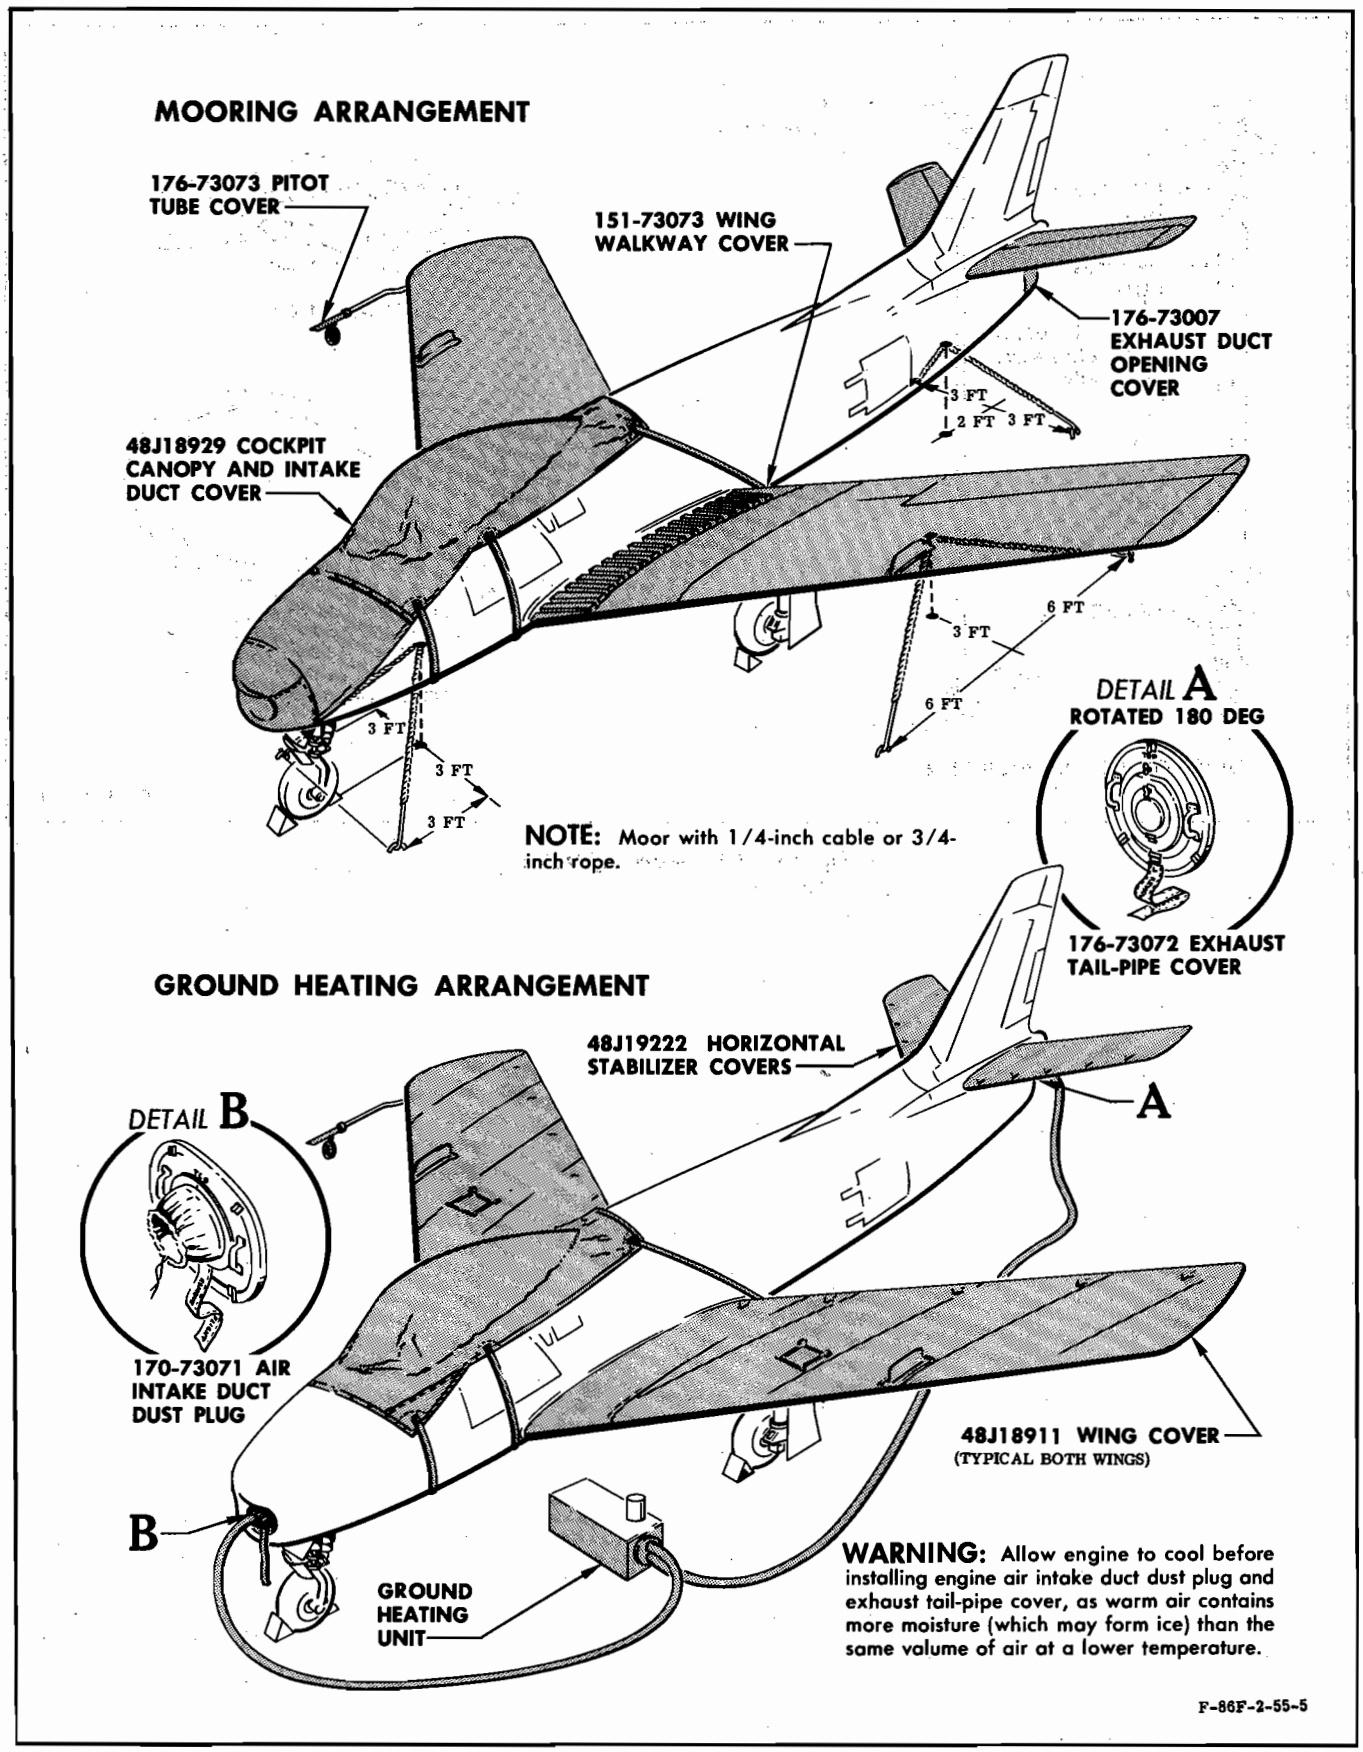

Figure 1-10. Protective Covers, Ground Heating Attachments, and Mooring Diagram
h. Tie mooring ropes or cables to mooring eyes and to ground anchors as shown in figure 1-10.
- Airplanes parked on hard-surfaced areas will utilize as many of the ground mooring points shown in figure 1-10 as possible, dependent upon the tie-down rings available.
1-25. The airplane may be ground heated by hot-air ducts attached from a portable ground heating unit to the air intake duct shield and to the adapter on the jet-engine exhaust duct shield assembly. (See figure 1-10.)